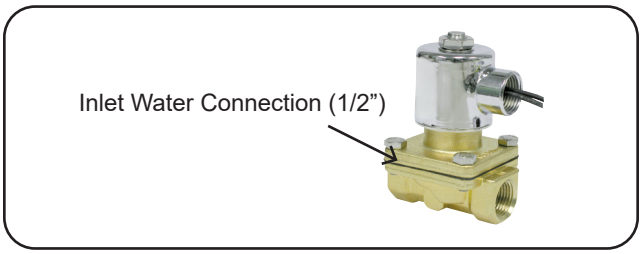

figure 3
1. Plumber to run soft hot or cold water city pressure line to 1/2” FPT inlet of solenoid on water supply tank. **(Fig. 3)**